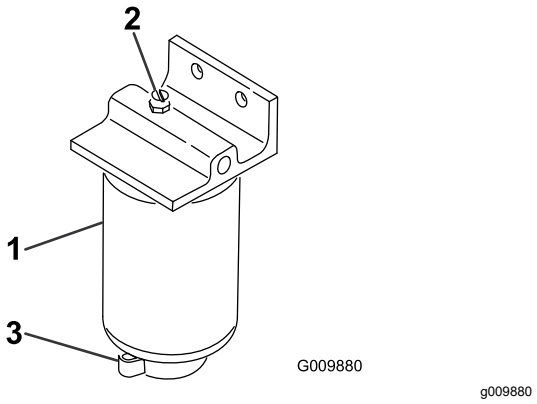

Figur 58
2. Løsn aftapningsventilen i bunden af filterskålen (Figur 58).
1. Rengør området, hvor filterskålen monteres (Figur 58).